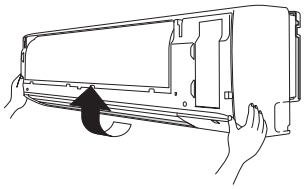

Fig. 2-254
(6) Lift up the grille in the direction shown by the arrow and pull the grille towards you to remove it. (Fig. 2-254)